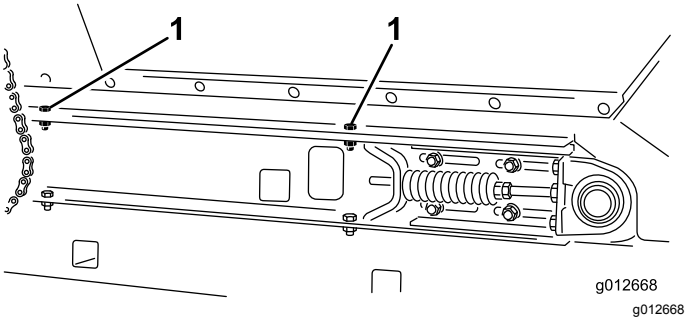

**Figur 32**
4. På hver side af maskinen skal du fastgøre tragtbeholderen til gliderens stelvanger (Figur 32) med de 2 maskinskruer, 2 spændeskiver og 2 låsemøtrikker, du fjernede i Afmontering af glideladet (side 24).